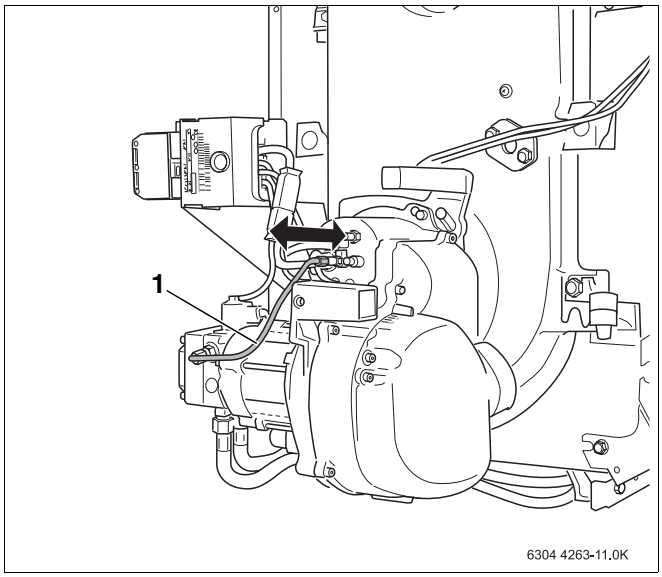

Abb. 30 Korrekten Sitz des Mischsystems prüfen
- Ölzuleitung (Abb. 30, **Pos. 1**) ca. 5 mm herausziehen.